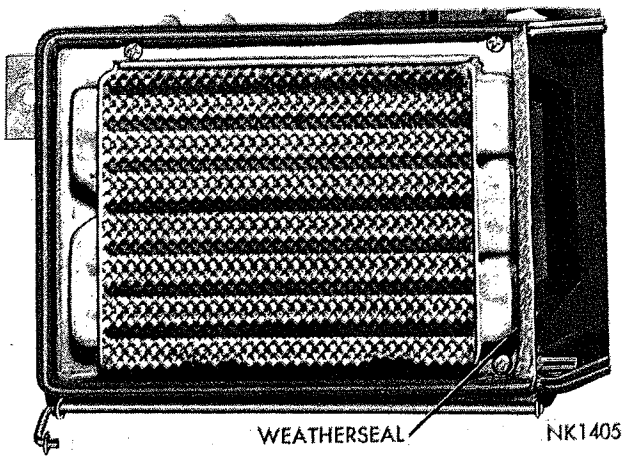

*Fig. 83—Weatherseal Positioned*
(1) Place a small bead of sealer in heater housing flange.
(2) Install heater core in the heater housing and secure the four attaching screws.
(3) Cement the weatherseal on the inner lip of heater core flange (Fig. 83).